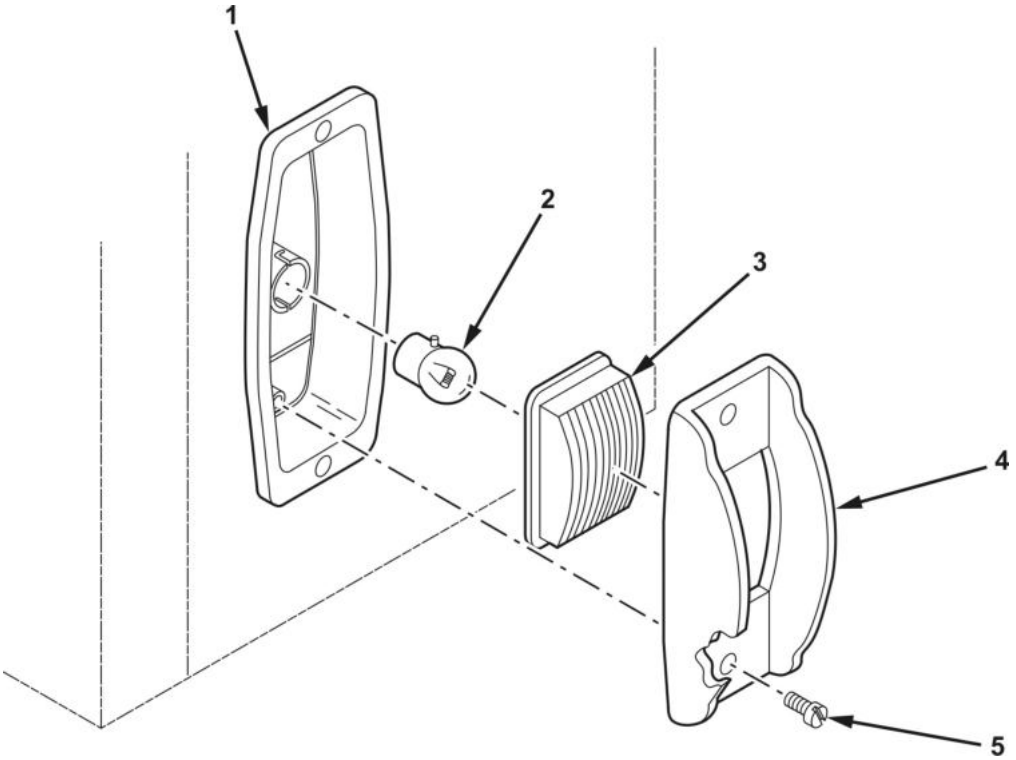

Figure 1. Lamp Bulb Replacement.
1. Remove two screws (Figure 1, Item 5) securing retainer (Figure 1, Item 4) and lens (Figure 1, Item 3) to light assembly (Figure 1, Item 1). Remove retainer and lens.
2. Remove lamp (Figure 1, Item 2) by pushing in and turning counterclockwise.
3. Install new lamp (Figure 1, Item 2) by pushing in and turning clockwise.
4. Install lens (Figure 1, Item 3) and retainer (Figure 1, Item 4) to light assembly (Figure 1, Item 1), and secure with two screws (Figure 1, Item 5).